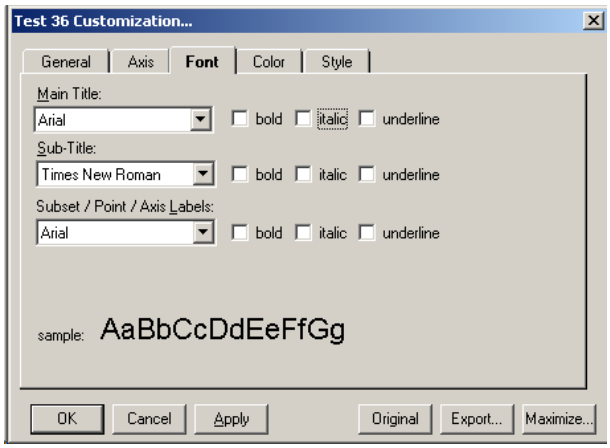

Figure 5-49. Customization Dialog Box—Font Tab
- **Font Tab**—Use the Font tab to change the appearance of the fonts that appear in the Main Title, Sub Title, and Subset/ Point/ Axis Label boxes. The bottom of the dialog box displays a sample of the font as you select it. See Figure 5-49.